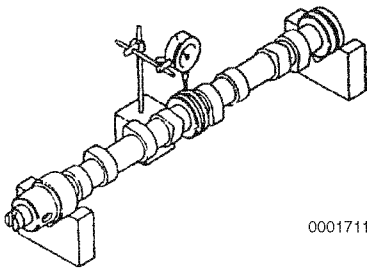

Figure 6-124
1. Use V-blocks and a dial indicator to check camshaft bend **(Figure 6-124)**. Place the indicator on the center bearing journal.